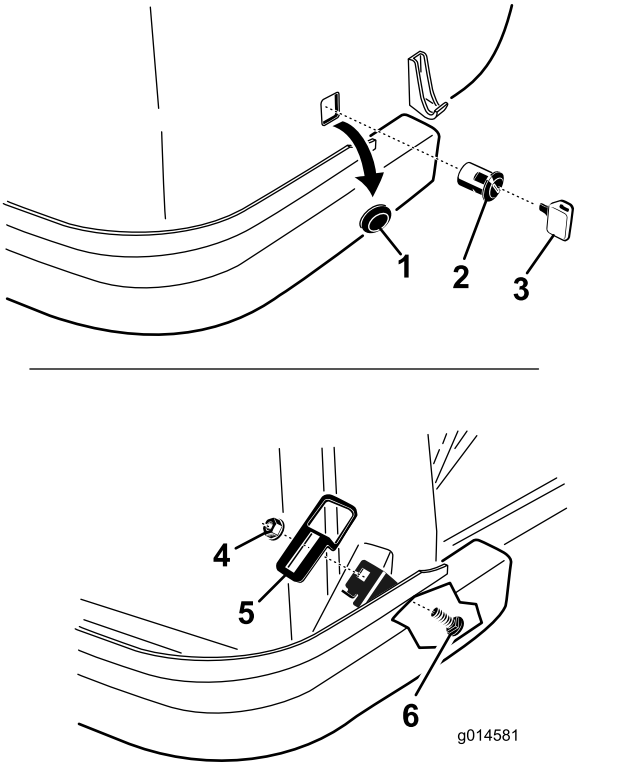

Figure 2
2. Enlevez le cache qui masque le trou carré sur le côté droit du capot. Mettez le cache au rebut (Figure 2).
6. Localisez le trou carré sur la patte située sur le côté droit du longeron de cadre. Montez la plaque de verrouillage sur la patte avec une vis de carrosserie et un écrou à embase. Positionnez la plaque de verrouillage illustré à la Figure 2.